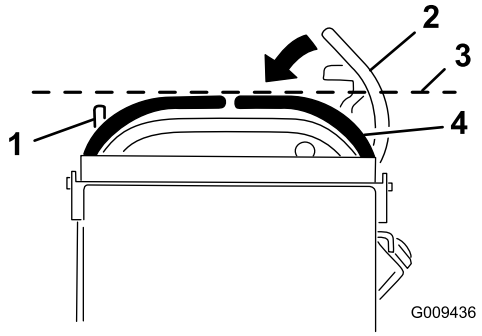

Figura 69
3. Spingete in giù la leva di controllo del movimento destra per toglierla dalla posizione di blocco in folle (Figura 69).
4. Controllate se è allineata orizzontalmente con la leva di controllo del movimento sinistra (Figura 69).